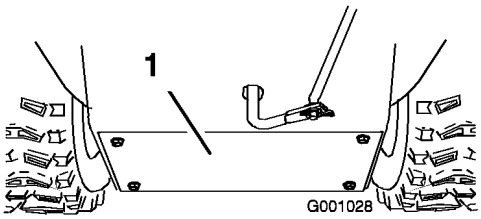

Figur 45
3. Fjern bakdekslet (Figur 45).